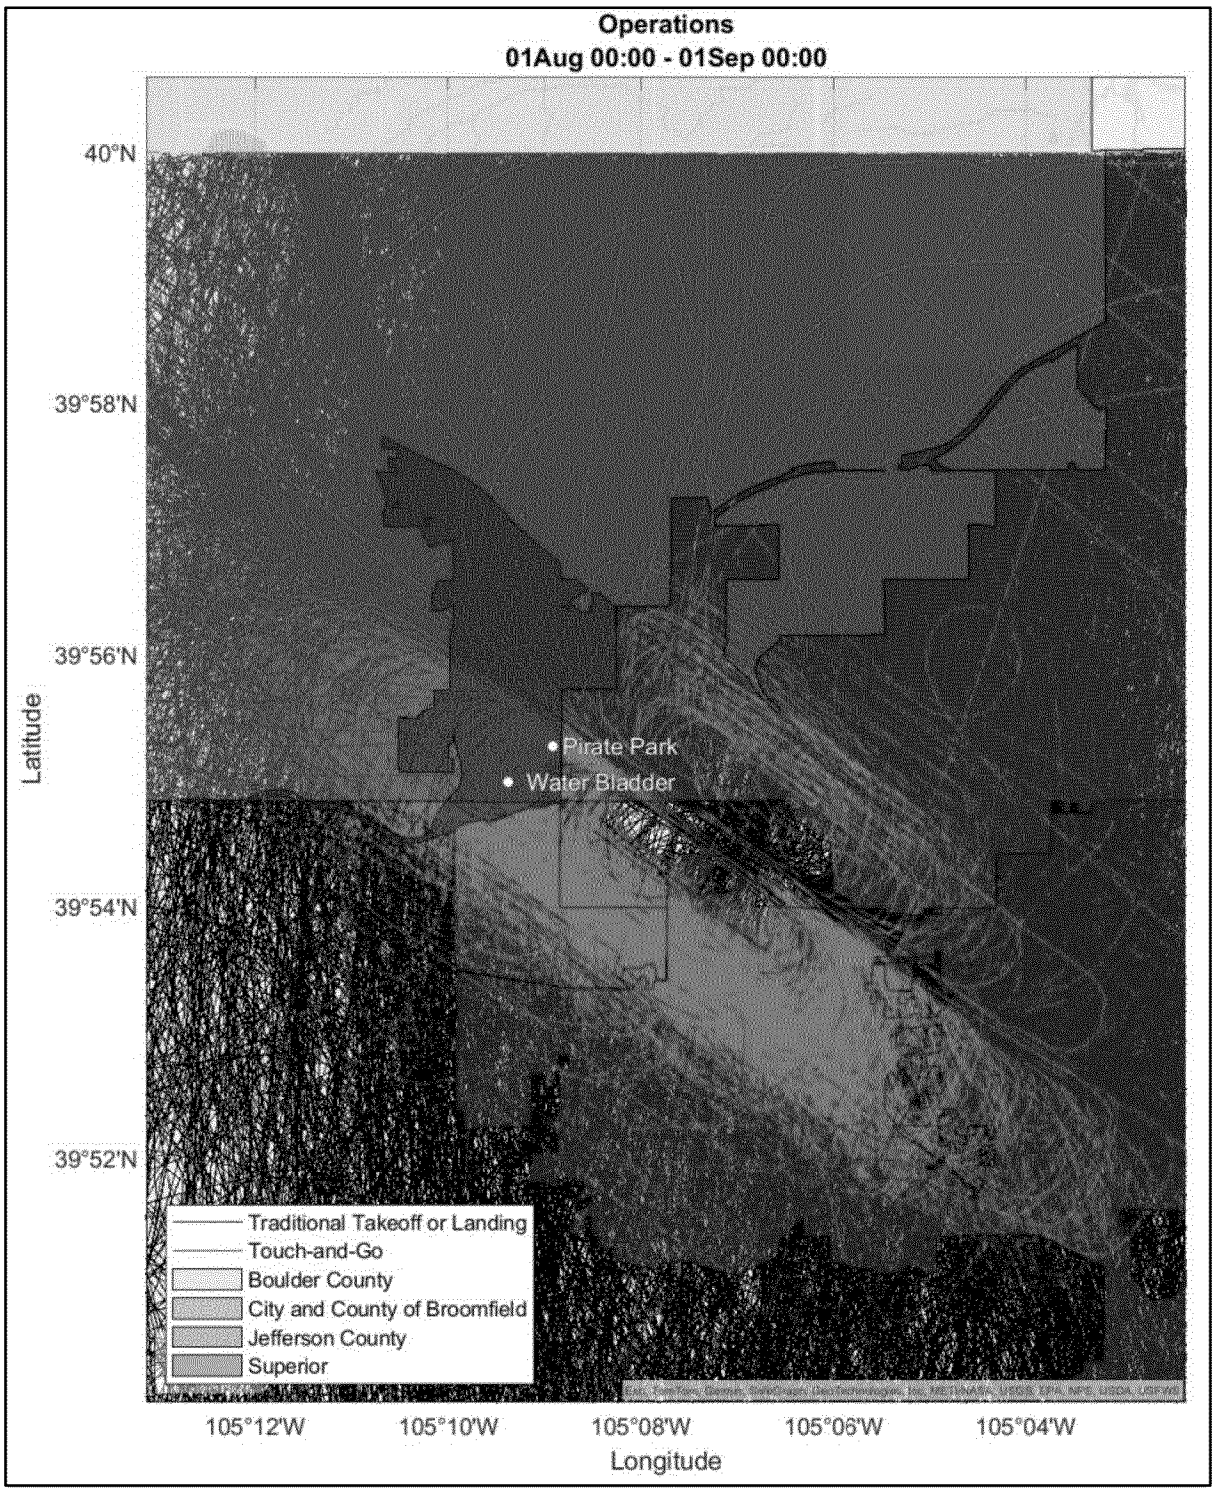

Figure 4 – All Flight Paths in August 2024 (20,823 Operations; 8,759 T&G)
- Figure 4 shows the flight paths for the entire month of August 2024.